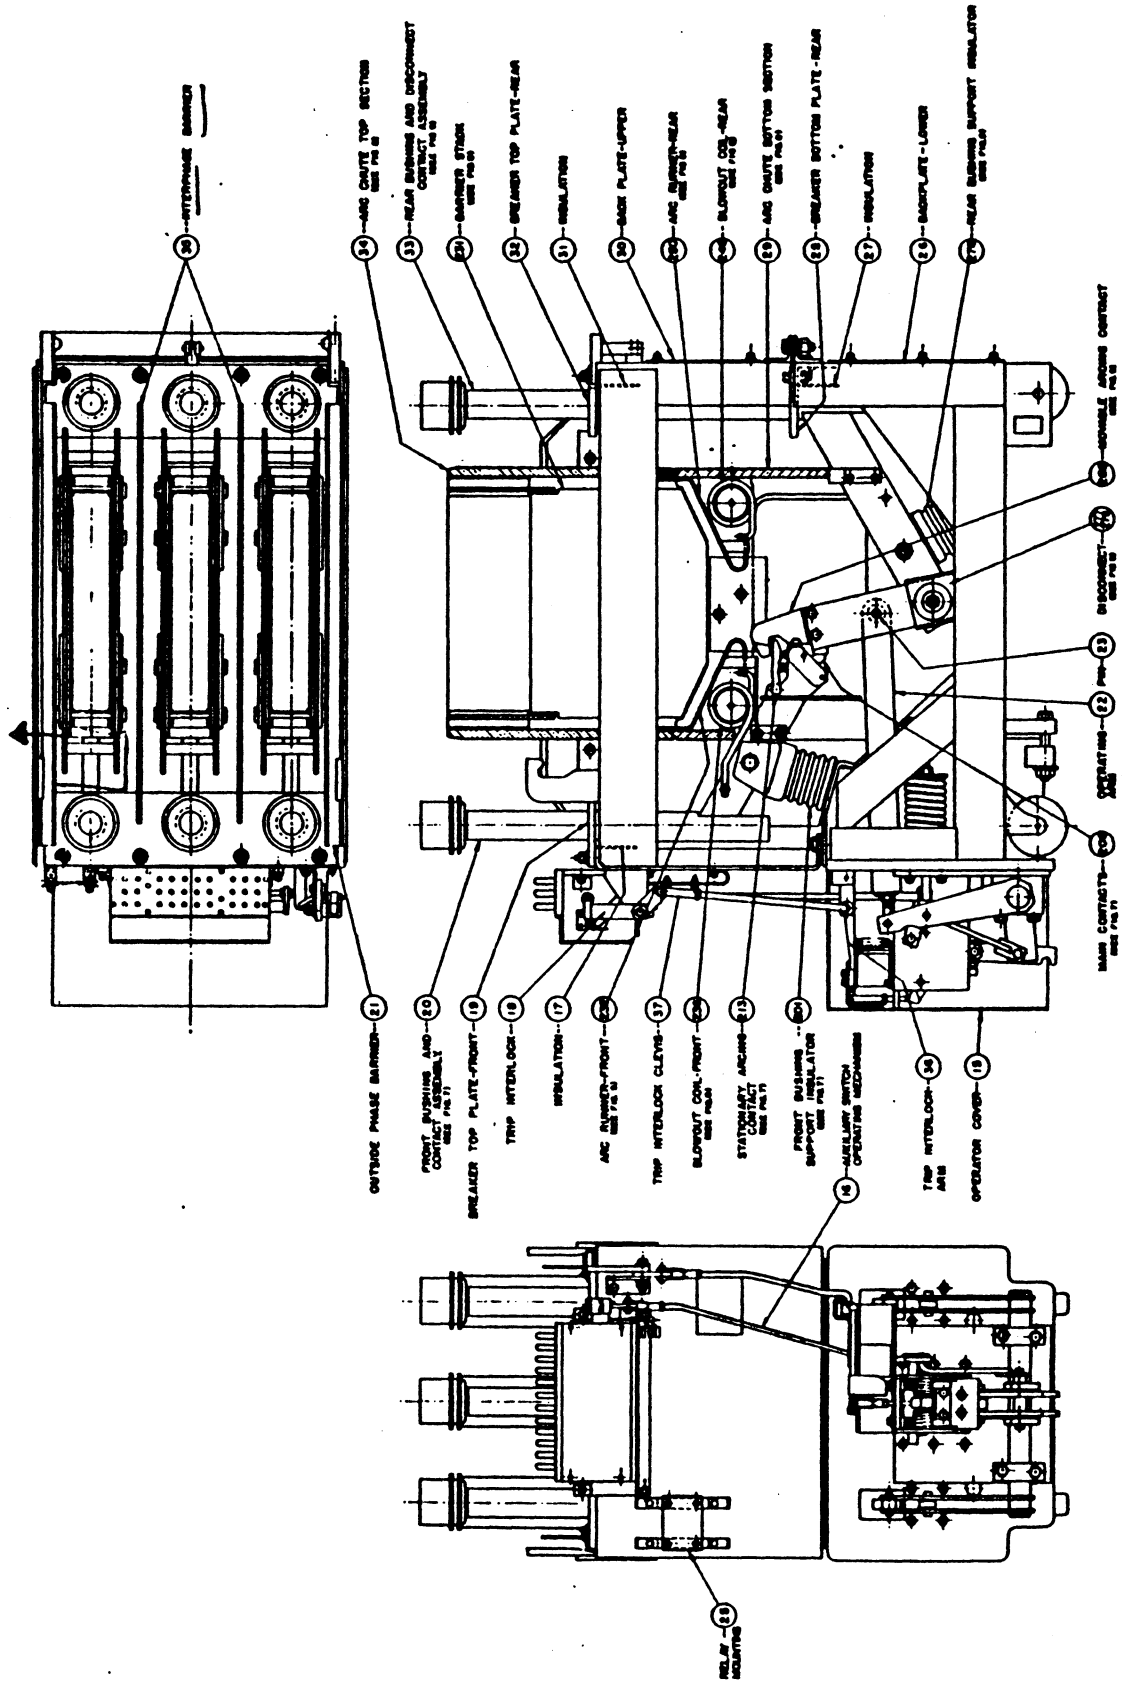

FIG. 2
BUSHING ALIGNMENT (Fig. 2)
65. Proper bushing alignment is of extreme importance for the easy and exact mating of primary contacts as the movable portion is raised into service position in the cubicle. Bushings have been jig aligned with greatest care at the factory prior to shipment. If the occasion arises in the field where alignment of bushings has to be disturbed such as for replacement of bushing studs, support insulators, etc., re-alignment will have to be done by taking exacting measurements with reference to view showing bushing locations on Fig. 2.
FRONT BUSHING STUD (Figs. 2 & 7)
71. For installation of bushing assembly in breaker refer to Fig. 2 and reverse procedure outlined in Paragraphs 68 & 69.
72. Align bushings and contacts in accordance with Paragraphs 65 thru 67 and Paragraph 26. Refer to cut in Figure 2 for dimensions.
FRONT BUSHING SUPPORT INSULATOR (Fig. 2)
REAR BUSHING STUD (Figs. 2 & 9)
REAR BUSHING SUPPORT INSULATOR (Figs. 2 & 9)
CLOSING COIL (Figs. 2 & 3)